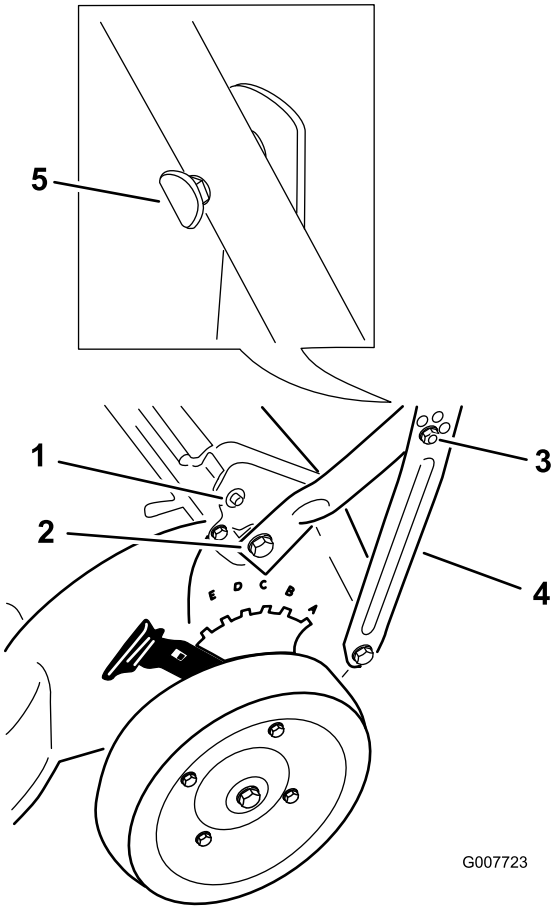

Figura 3
3. Fissate i supporti di ancoraggio della stegola ai lati inferiori della stegola usando 2 bulloni a testa esagonale e 2 dadi di bloccaggio (Figura 3).
Nota: Fissate la fascetta per cavi il più in basso possibile sulla stegola per evitare che il/i cavo/i si impiglino al tappo terminale sull'asta dello sportello posteriore e interferiscano con il sistema di trazione automatica(Figura 3).